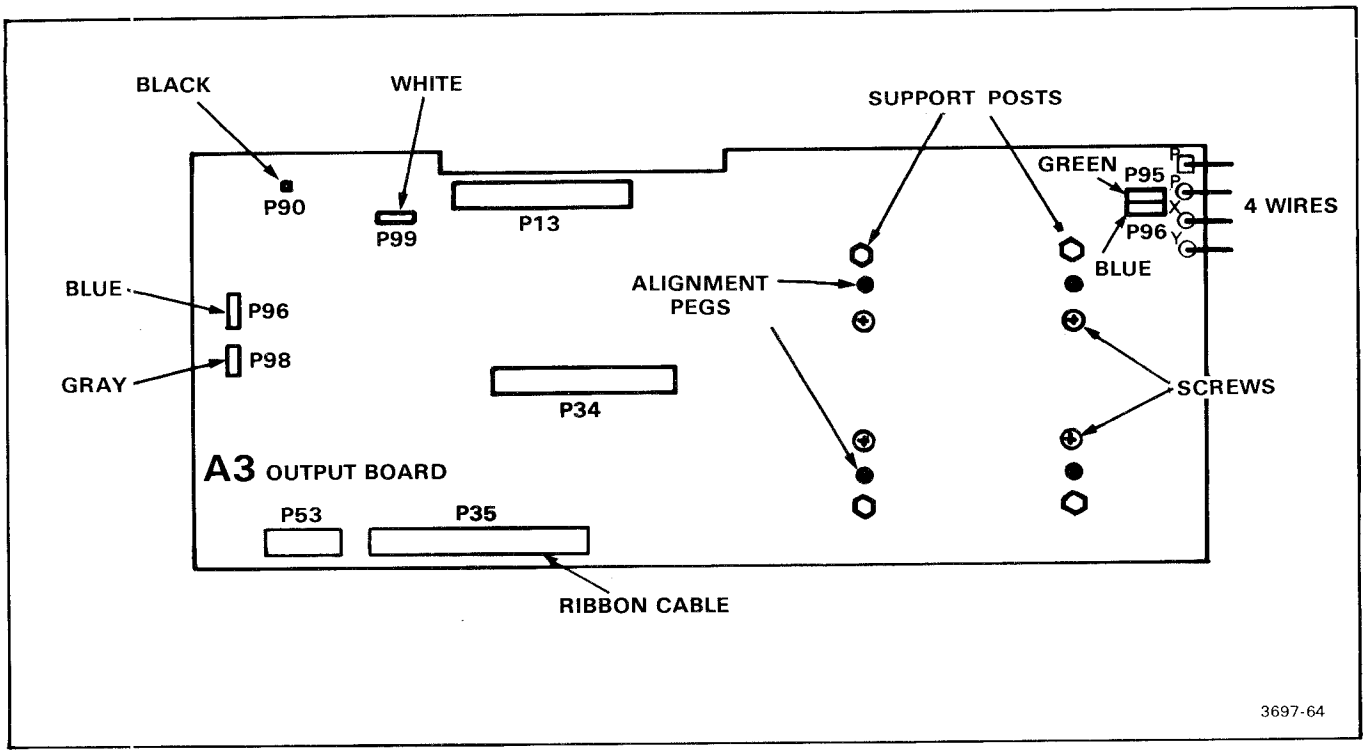

Figure 4-19. Location of alignment pegs and connectors on the A3 board.
Do not drag cam switch contacts (located on back side of board in areas shown in Fig. 4-19) across alignment pegs. Damage or misalignment of the contact wipers could result.
5. Rotate the instrument half while supporting the actuators. Install 4 support posts and 4 screws. Refer to Figure 4-19 for location of screws and support posts. Do one switch at a time.
9. Plug in 10 connectors (6 harmonica, 4 ribbon cable). Refer to Figure 4-19 for harmonica location.